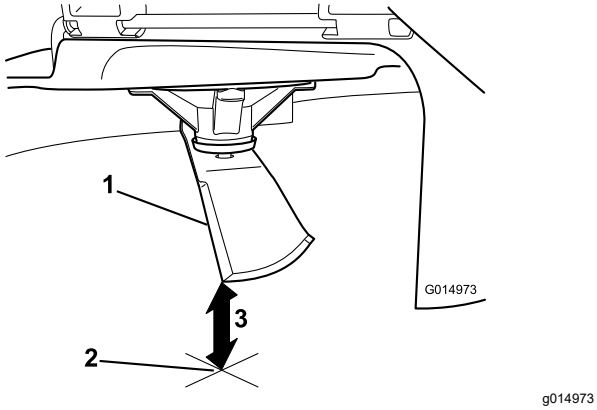

Bild 73
3. Messen Sie von der Messerspitze bis zu ebenen Fläche (Bild 73).